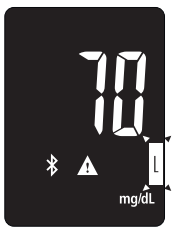

Rys. 25
2. Wciśnij przycisk ▲, aby przejść do konfiguracji alarmu dolnego progu (hipoglikemii); (Rys. 25). Wciśnij przycisk ⏻, aby potwierdzić swój wybór.